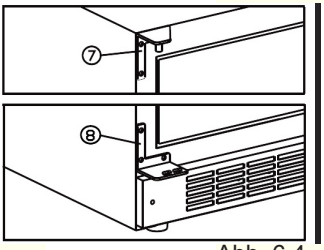

Abb. 6.4
- Das beigelegte, linke, obere und untere Scharnier montieren (7 + 8). Siehe Abb. 6.4
- Den früher abmontierten Türzapfen (3) in das untere Scharnier einsetzen
- Die Tür im oberen Scharnier (7) und gegen den Türzapfen montieren (3), den Türzapfen festschrauben (1)